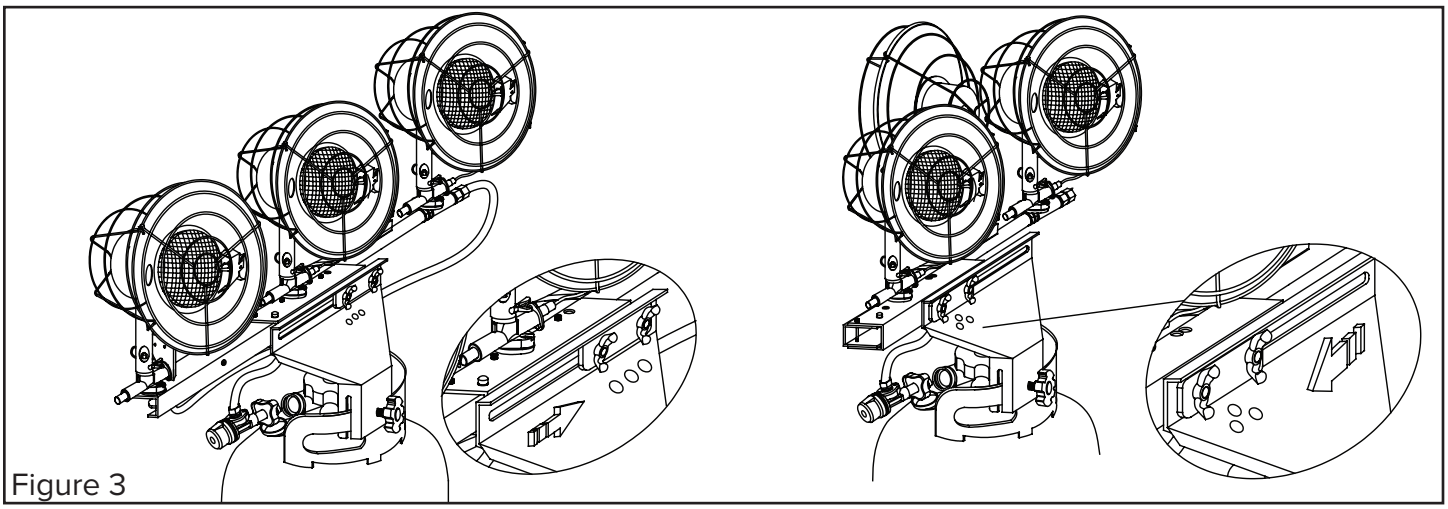

Figure 3
4. See Figure 3 on page 9 for determining burner position options.
– To have all 3 burners face front, the plane washer should be to the right side of tank collar bracket (see Figure 3).
– To have far left burner face back, the plane washer should be to the left side of tank collar bracket (see Figure 3).